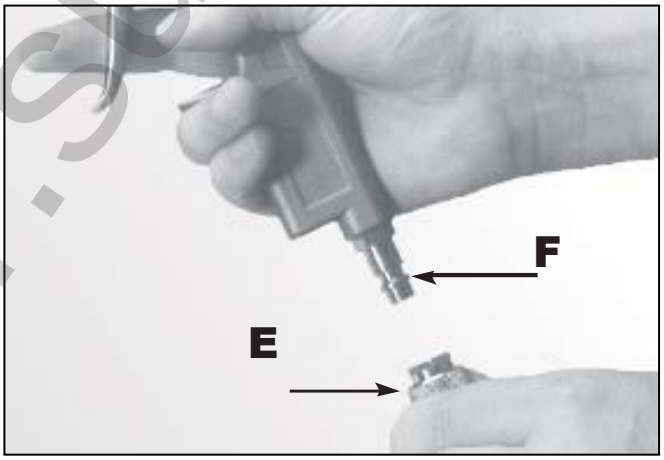

Рис. 2
1. Все пневмоинструменты снабжены быстросъемными штуцерами (см. рис. 2); воздух к инструменту подается через спиралеобразный шланг.
E. Подсоедините штуцер **F** с нажимом к шлангу (рис. 2).